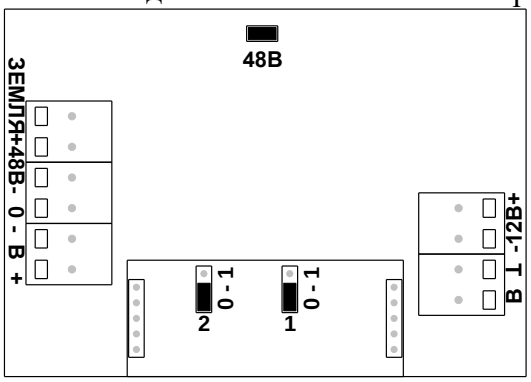
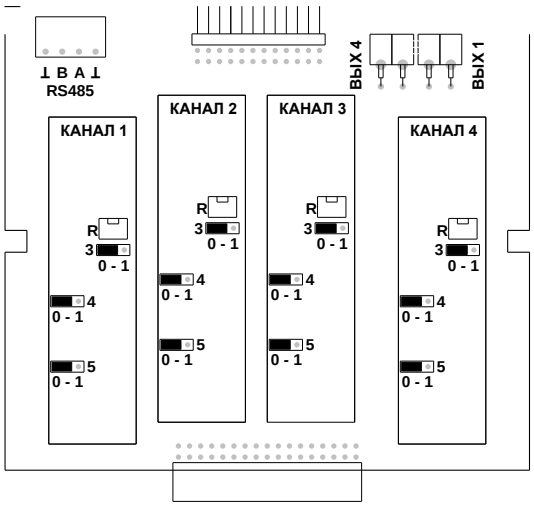

Рисунок 4- Внешний вид платы УПВК-1У исп.2
Рисунок 5- Внешний вид платы ПВС
7.2. Для установки величины коррекции служат две перемычки (1,2) на плате передатчика УПВК-1У исп.2 (рис. 4), три перемычки (3, 4, 5) и регулятор плавной подстройки(R) на плате ПВС (рис.5).
Для точной подстройки служит регулятор R (рис. 5). Контроль правильности настройки производится визуально, путем оценки качества изображения.
7.4. Перемычка 48В на плате УПВК-1У исп.2 (рис.4), служит для установки номинального входного напряжения питания. При использовании источника питания с номинальным напряжением 24В (20-27,5В), перемычка должна быть снята. При использовании источника питания с номинальным напряжением 48В (40-55В) - установлена.При неправильно установленной перемычке, повреждений УПВК-1У исп.2 не произойдет, но возможна его нестабильная работа.